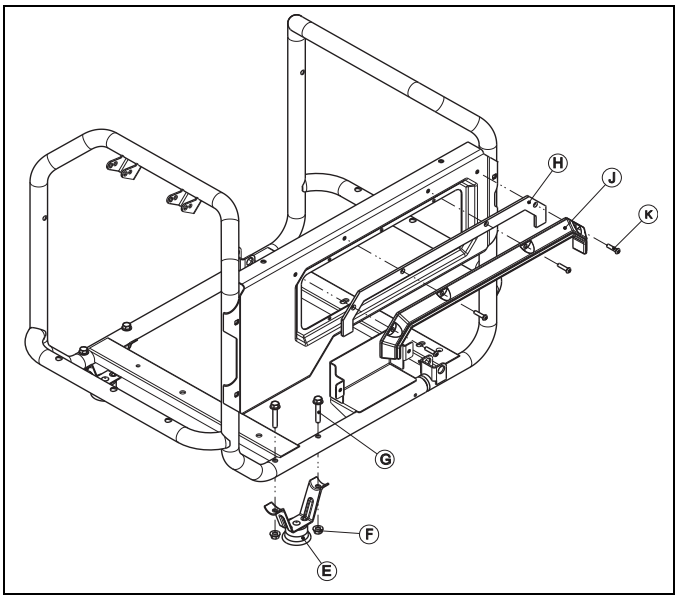

Figure 2-2. Protecteur et assemblages du pied du cadre
2. Installez les assemblages du pied du cadre comme indiqué (figure 2-2).
3. Installez le joint statique et le protecteur (figure 2-2).